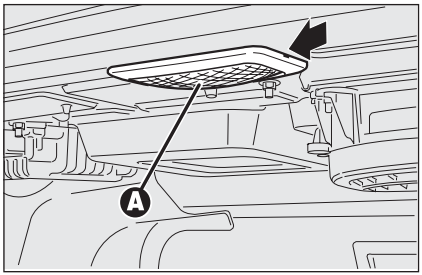

fig. 50 A0E0205m
- ❒ saque la parte transparente **A-fig. 50** haciendo palanca en el punto indicado por la flecha;